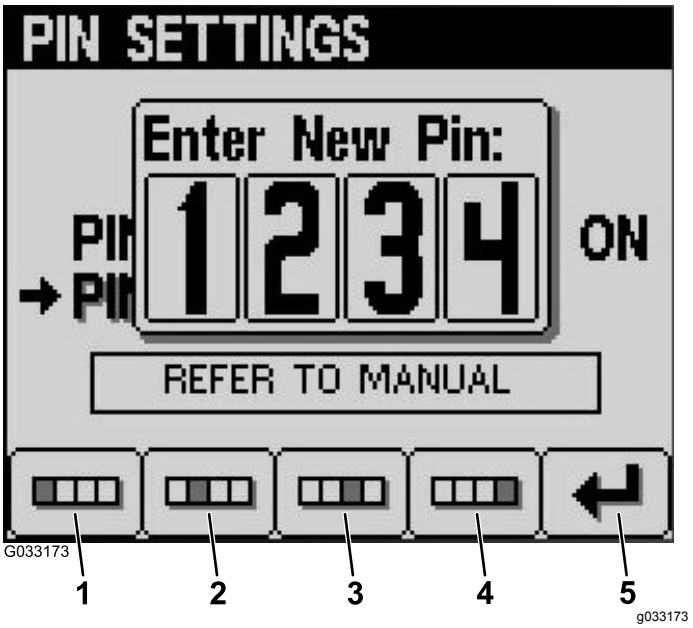

**Figur 25**
7. Ange din nya PIN-kod med knapparna 1–4 och tryck på knapp 5 när du har matat in den nya PIN-koden (Figur 25).